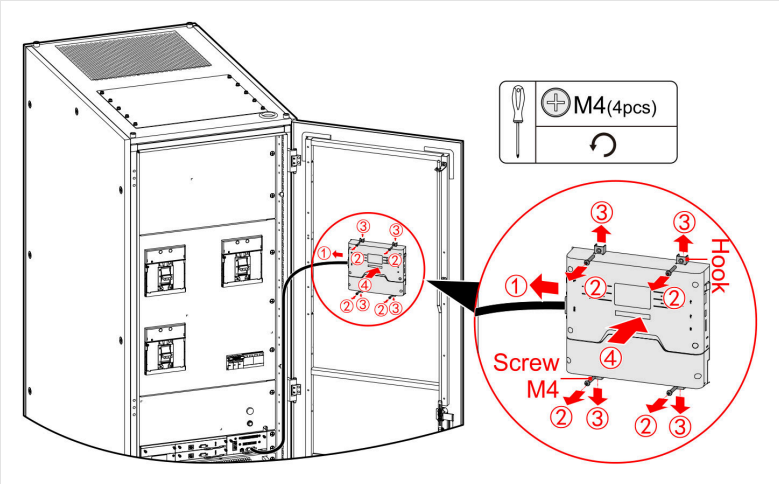

FIGURE 7-7 Touchscreen on the inside of the door: cable (1), M4 screws (2), hooks (3)
4. Push the touchscreen gently outward to remove it (Figure 7-7).